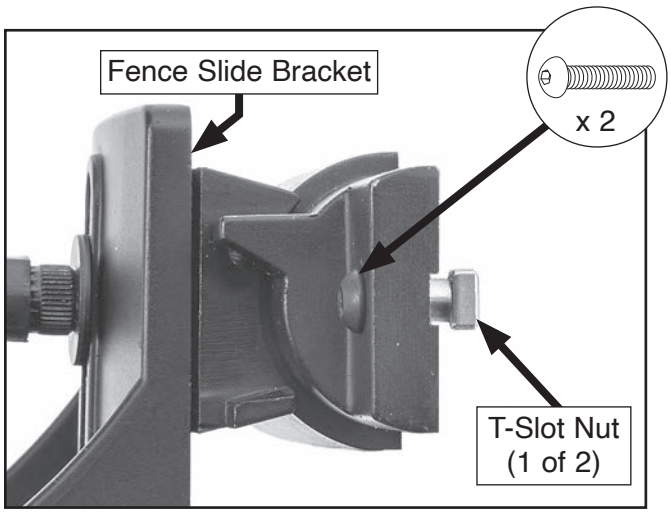

Figure 10. Button head cap screws and T-slot nuts installed.
2. Install (2) M6-1 x 16 button head cap screws and (2) M6-1 T-slot nuts on fence slide bracket (see **Figure 10**). DO NOT tighten at this time.